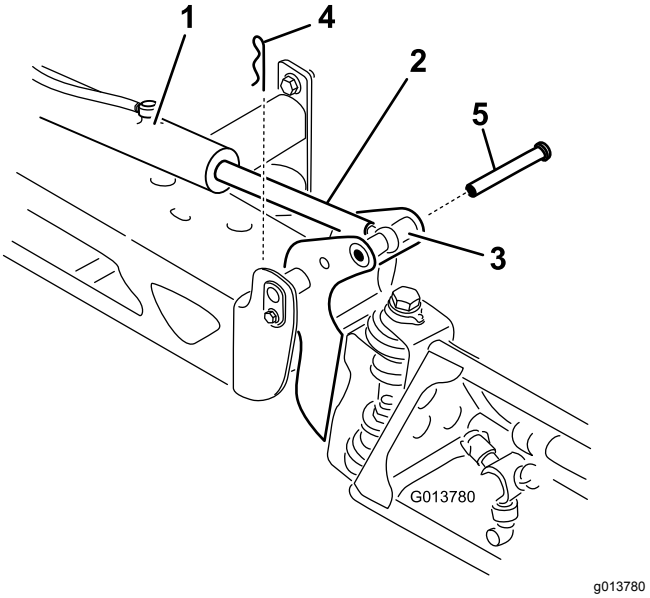

Figur 103
2. Ta bort saxpinnen från svängtappen (Figur 103).
3. Höj sprutrampen, ta bort tappen (Figur 103) och sänk därefter långsamt sprutrampen till marken.
9. Håll i sprutrampen och för in tappen genom både svängleden och manövreringsstången på sprutrampen (Figur 103).